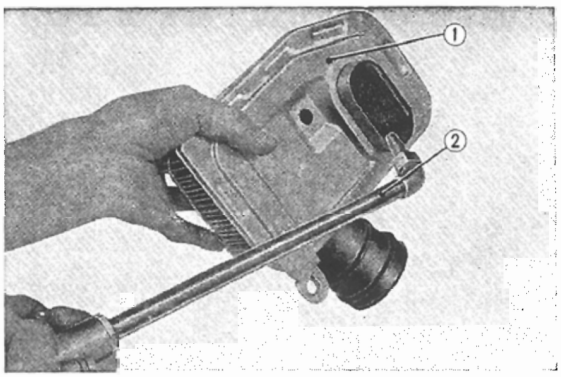

Fig. 4. 44 Cleaning the air cleaner
4. Air cleaner which is clogged with dust should be blown off with dry compressed air or cleaned by light brushing. **(Fig. 4. 44)**